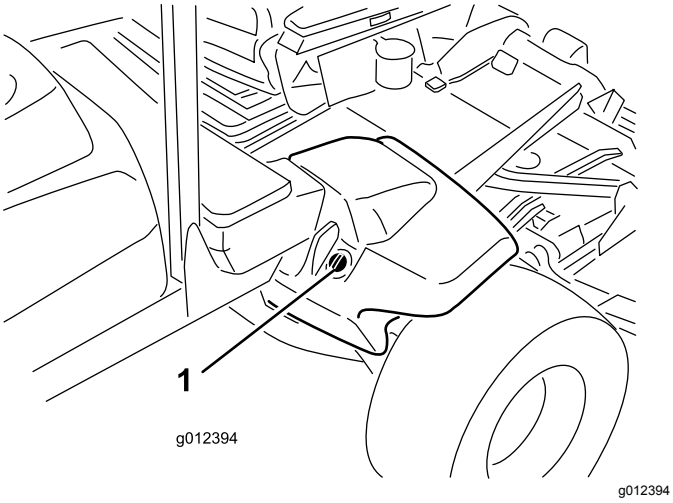

**Figuur 17**
2. Reinig de omgeving van de vulbuis en de dop van de hydraulische tank (Figuur 17). Verwijder de dop van de vulbuis.